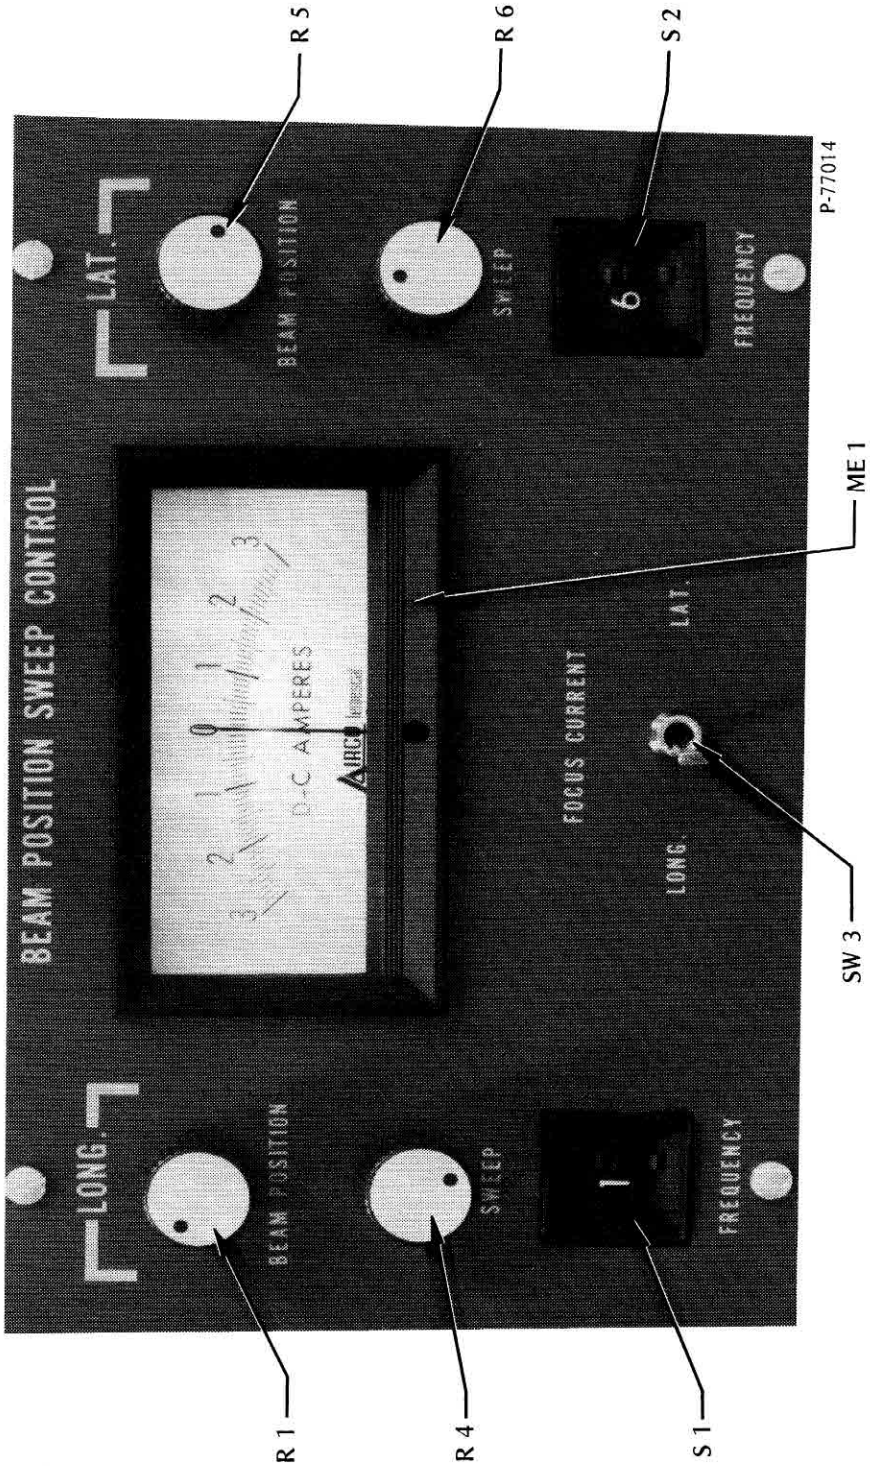

Figure 3-5. CV-14 A and B beam position sweep control panel
d) Beam Position Sweep Control (Optional)(figure 3-5):
4) LATeral BEAM POSITION (R5): Adjusts the beam position in the lateral (X) direction by changing the average lateral focus current.